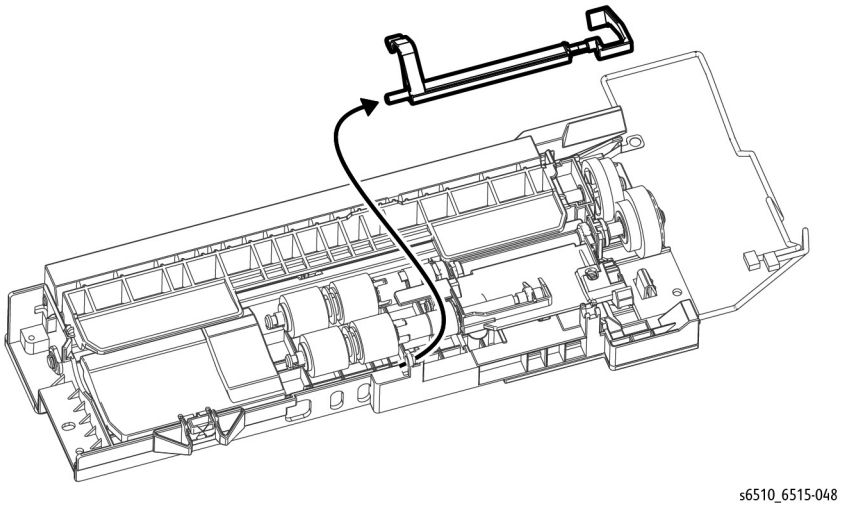

Figure 3 Remove the No Paper Actuator
5. Referring to Figure 3, with the No Paper Actuator fully rotated out of its home position, remove the No Paper Actuator.